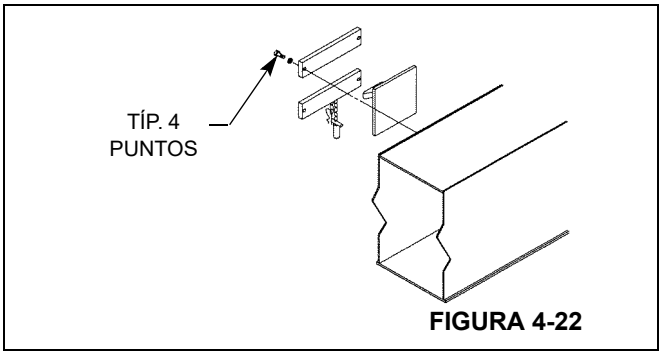

FIGURA 4-22
2. Fije el conjunto del gancho con pernos, pero sin apretarlos, al costado de la primera sección de la pluma, Figura 4-22.